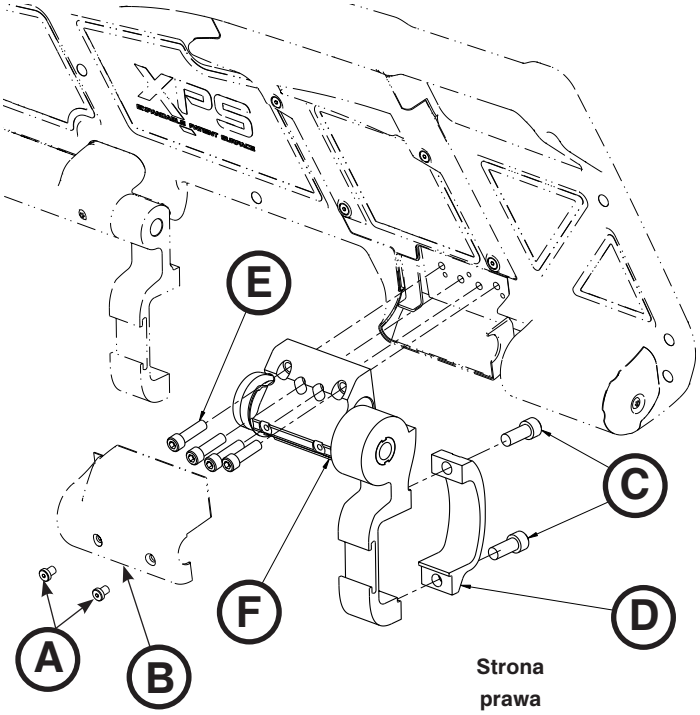

rys. 83
3. Za pomocą klucza imbusowego 3/32 cala wykręcić dwie śruby (A) mocujące pokrywę mechanizmu zapadkowego (B) do zespołu mechanizmu zapadkowego. Zdjąć pokrywę (rys. 83).
4. Za pomocą klucza imbusowego 1/4 cala wykręcić śruby z łbem gniazdowym (C) mocujące zacisk poręczy bocznej (D) do zespołu zapadkowego po stronie stóp głównego zespołu (rys. 83). Podczas montażu dokręcić obie nowe śruby momentem 29,8 ± 4,4 N·m (22 ± 3,3 ft·lb).
5. Za pomocą klucza imbusowego 3/16 cala wykręcić cztery śruby (E) mocujące zespół zapadkowy (F) do wytłaczanego zespołu poręczy i wyrzucić je, a następnie wyjąć zespół zapadkowy (rys. 83). Podczas montażu dokręcić cztery nowe śruby momentem 12,8 ± 2,0 N·m (9,5 ± 1,5 ft·lb).